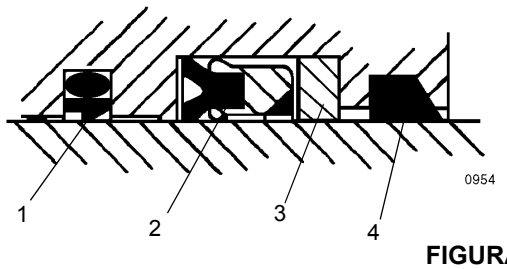

FIGURA 2-37
4. Instale os anéis de desgaste de reposição, a vedação amortecedora e a vedação da haste em Z alta na parte interna da cabeça. Verifique se o entalhe da vedação amortecedora está mais próximo da vedação da haste em Z alta Figura 2-37. Verifique se a ranhura do aro da vedação da haste em Z alta está mais próxima da vedação amortecedora.